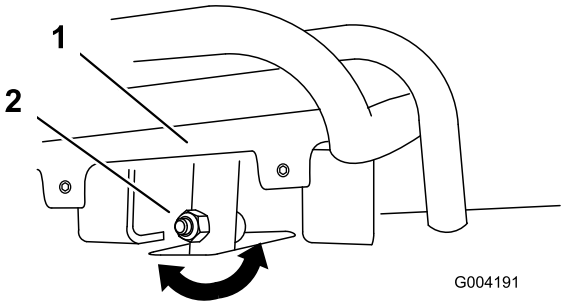
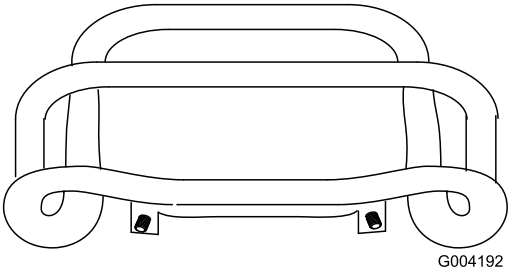

Figuur 50
Figuur 51
4. Als de voorzijde van de tractiebediening niet gelijk en recht tegen de referentiebalk rust, draai dan de flensmoer en bout van de tractiebediening los (Figuur 50).
5. Stel de tractiebediening zo af, dat deze gelijk en recht tegen de referentiebalk rust als de bediening recht naar achteren wordt getrokken (Figuur 50 en Figuur 51).